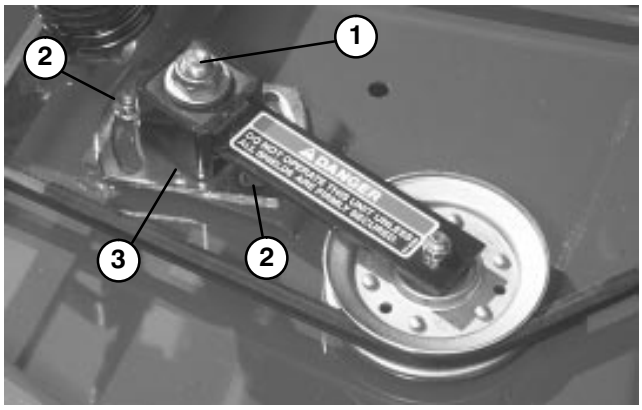

Figure 35
ADJUSTING IDLER PULLEY (Fig. 35)
3. Loosen two nuts securing idler plate in place. Using a socket and torque wrench, tighten the idler adjusting nut to 40−50 ft−lb. (Fig. 35).